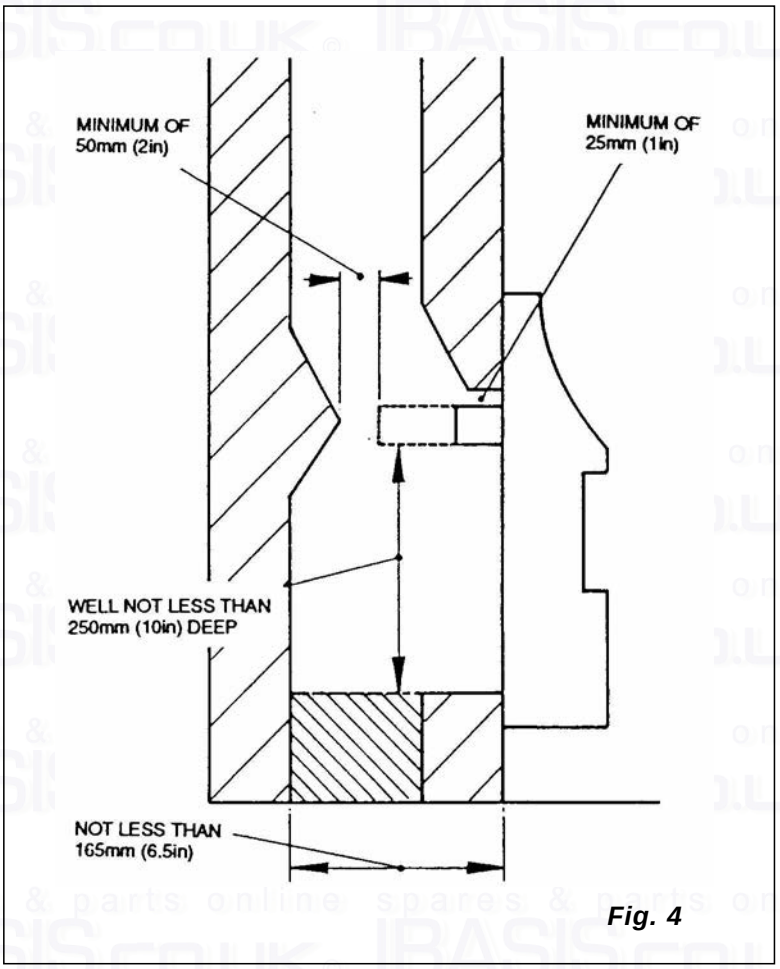

Fig. 4
2.2.1. Fireplace Dimensions (Fig. 4)
(d) The top of the spigot opening in the closure plate (See Fig. 4) must be at least 25mm (1 in) below the top edge of the fire place opening.